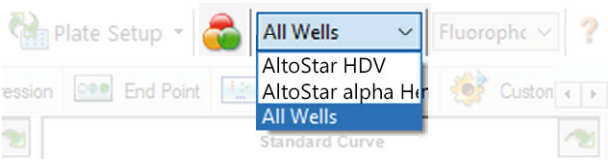

Figura 4: Botón Well Group (grupo de pocillos) y menú desplegable Well Group (grupo de pocillos)
En la ventana Data Analysis (análisis de datos), asegúrese de seleccionar el **Well Group** (grupo de pocillos) del kit AltoStar® HDV RT-PCR Kit 1.5. Por tanto, haga clic en el menú desplegable **Well Group** (grupo de pocillos) junto al botón **Well Group** (grupo de pocillos) (consulte la figura 4) de la barra de herramientas. No utilice el **Well Group** (grupo de pocillos) «*All Wells*» (todos los pocillos). La selección de la figura 4 se usa como vista de ejemplo general.
1. En la ventana Data Analysis (análisis de datos), asegúrese de seleccionar el **Well Group** (grupo de pocillos) del kit AltoStar® HDV RT-PCR Kit 1.5. Por tanto, haga clic en el menú desplegable **Well Group** (grupo de pocillos) junto al botón **Well Group** (grupo de pocillos) (consulte la figura 4) de la barra de herramientas.